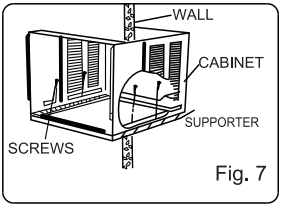

Fig. 7
3. When need to drain off water, intall the drain plug on the Chassis board. Then fix the cabinet on the supporter (provide for yourself or contact the dealer)(see Fig.7).